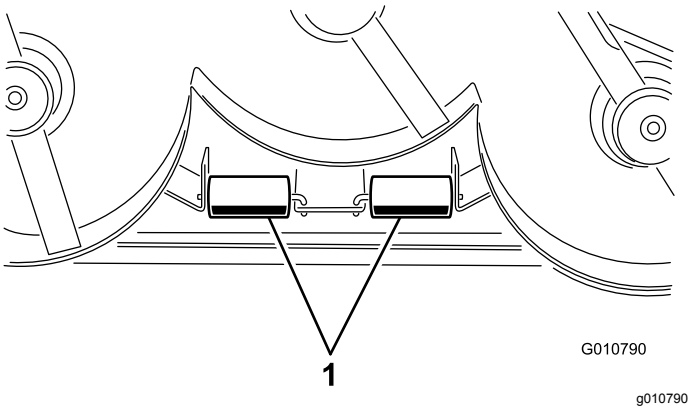

**Figur 13**
1. Fjern splitpindene, som fastholder rulleakslerne på beslagene på undersiden af skjoldet (Figur 13).